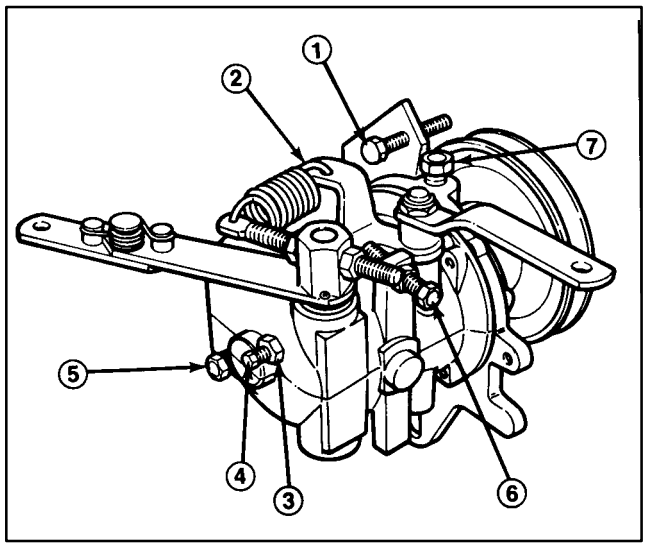

Figure 39
6. Slowly move throttle to FAST position until engine speed reaches 3200 ± 100 rpm. Shut off engine. Adjust high idle stop screw until it contacts speed control lever (Fig. 39).
8. Check V–belts from engine to governor pulley and assure they are tight. If belts are loose, the engine will surge. If belts are tensioned properly, loosen jam nut that retains the anti–surge screw (Fig. 39). Rotate screw clockwise 1/8 turn at a time until surging stops. Should governor continue to surge, check the following:
3. Clean area around check plug on governor (Fig. 39)